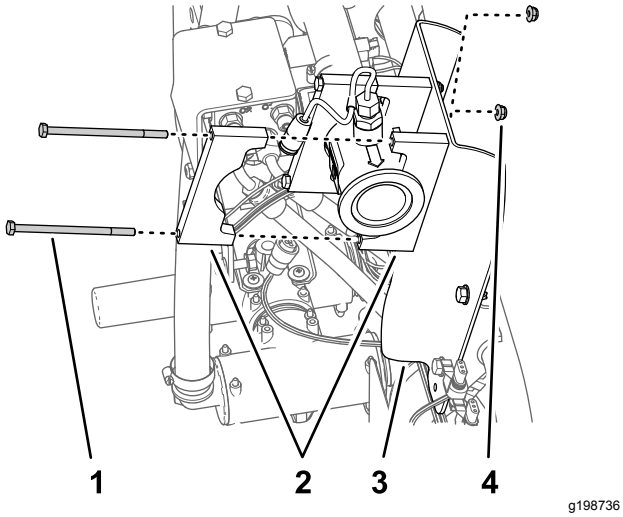

Rysunek 75
3. Ustaw 2 połówki obejmy mocującej między przepływomierzem a wspornikiem przepływomierza i zrównaj otwory w połówkach obejm z otworami we wsporniku (Rysunek 75).
4. Ustaw połówkę obejmy mocującej z tyłu przepływomierza równo z jedną z połówek obejmy zamontowanej w kroku 3 (Rysunek 75).
5. Zamocuj parę połówek obejmy do wspornika przepływomierza (Rysunek 75) używając 2 śrub (¼ x 4½ cala) i 2 nakrętek kołnierzowych zabezpieczających (¼ cala).